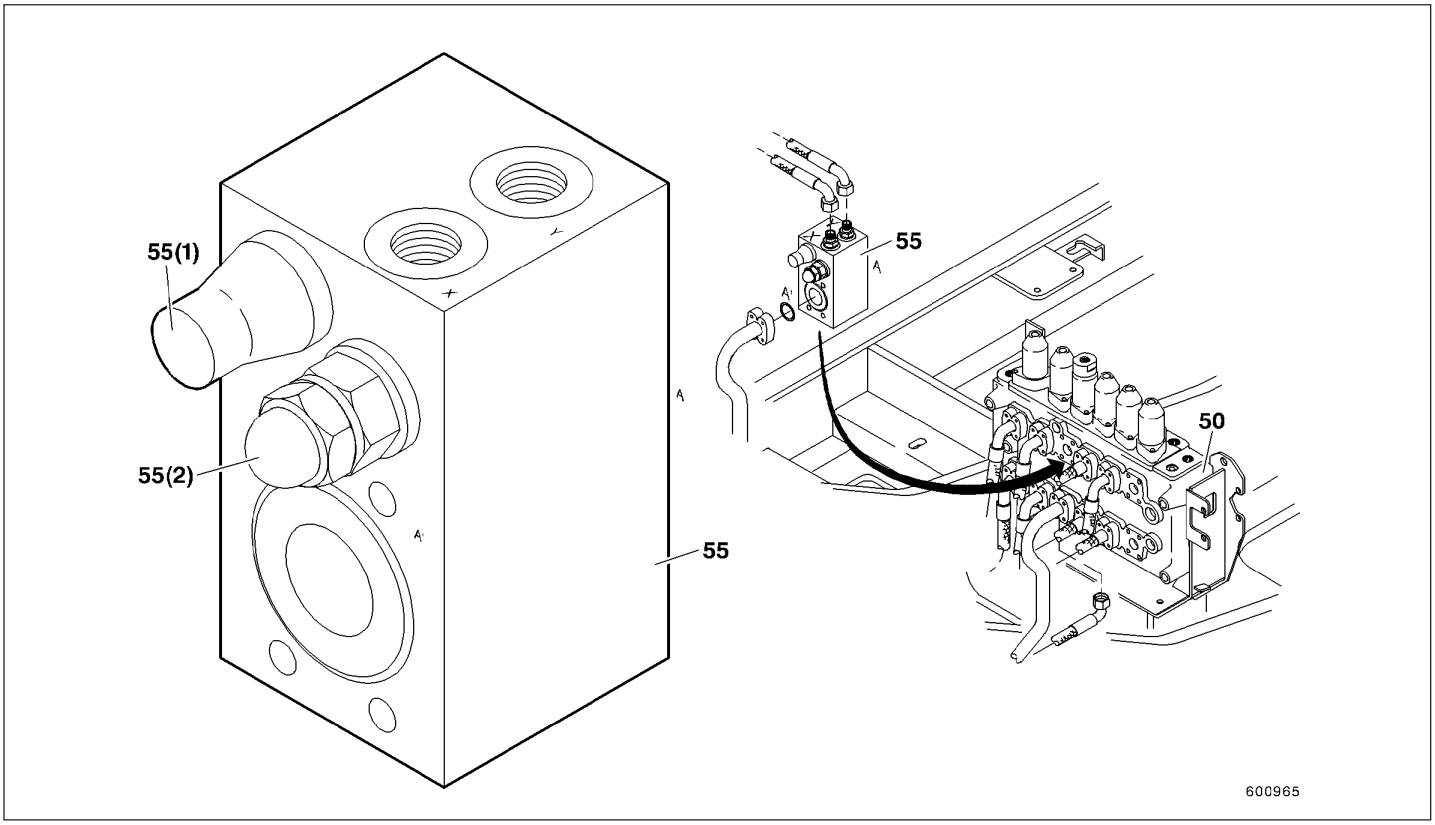

Fig.20
Válvula de desligamento do braço de elevação (55, Fig. 20)
Ao mesmo tempo, a pressão da carga está igualmente presente na válvula secundária integrada (55 (2), Fig. 20).
Operação de emergência (55(1), Fig. 20)